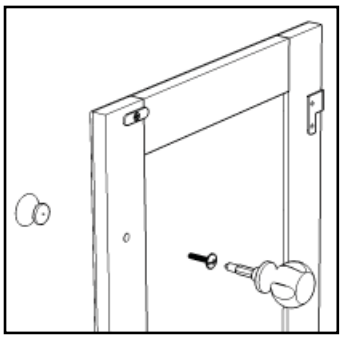

Figure 1
Attach Pull Handles to Doors (S) and (T) using Machine Screws. (See Figure 1)